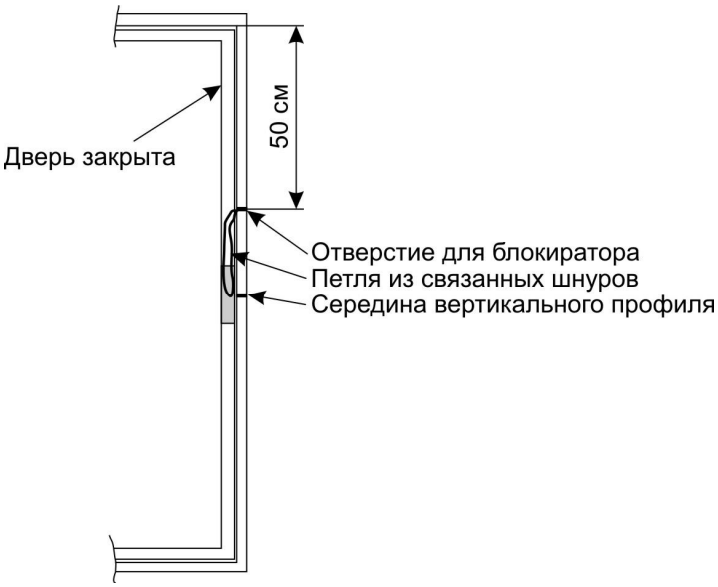

Рис. 1
8. Связать шнур противовеса с удлинительным шнуром так, чтобы низ петли из связанных шнуров касался отметки середины короба двери (рис. 1).